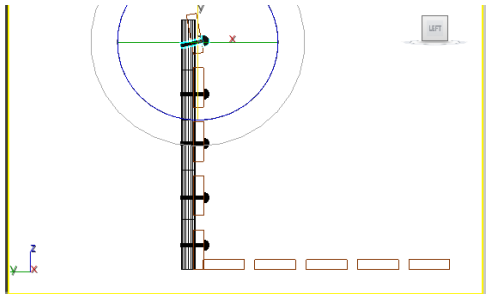

Figure 2-83 *Rotating uppermost rivet*
5. Select the uppermost rivet and choose the **Select and Rotate** tool. Now, rotate the uppermost rivet by using the outermost ring of the **Select and Rotate** tool in the counterclockwise direction until the value in the **X** spinner in the coordinate display becomes **-15**, refer to Figure 2-83. Next, align it using the **Select and Move** tool.